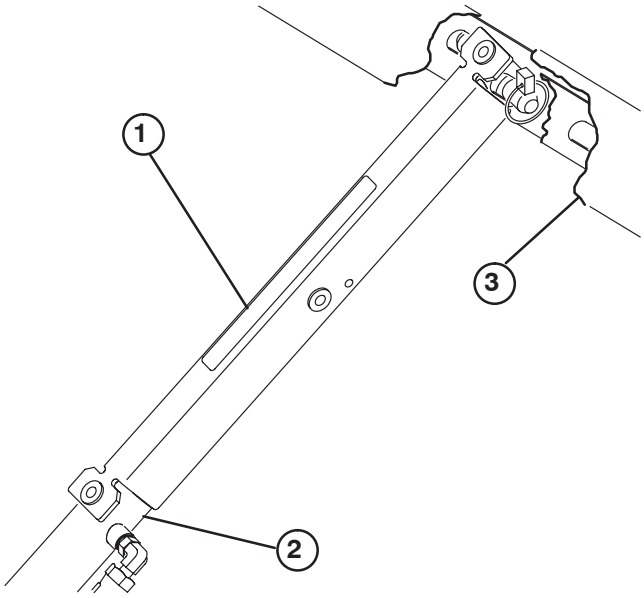

Figure 40
3. Poussez la béquille de sécurité sur la tige du vérin et vérifiez que les languettes d'extrémités sont en appui au bout du corps du vérin et au bout de la tige du vérin (Fig. 40).